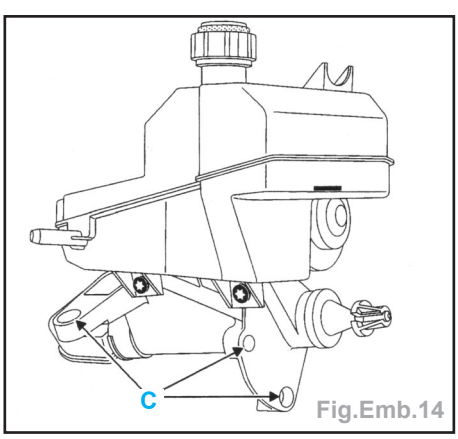

Fig.Emb.14
- les 3 vis du groupe électropompe (**C**) (Fig.Emb.14).